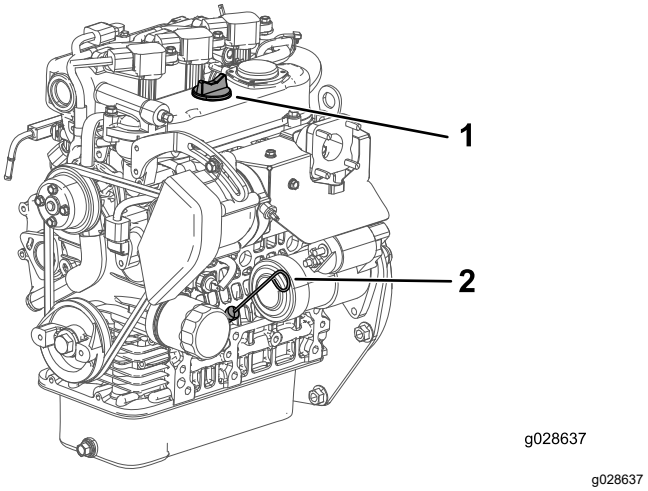

Figuur 15
2. Verwijder de peilstok en veeg deze af met een schone doek (Figuur 15).
3. Steek de peilstok in de buis. Let erop dat de peilstok er volledig in schuift (Figuur 15).
4. Haal de peilstok eruit en controleer het oliepeil (Figuur 15).
5. Als het oliepeil te laag is, moet u de vuldop (Figuur 15) losdraaien en voldoende olie bijvullen totdat het peil de Vol-markering op de peilstok bereikt.
6. Plaats de peilstok weer stevig op zijn plaats (Figuur 15).